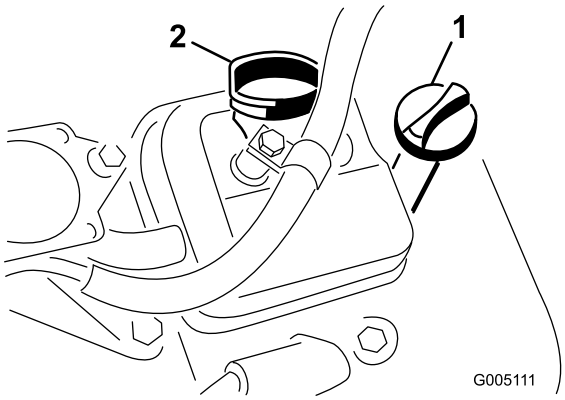

Figuur 22
3. Draai de peilstok in de buis. Let erop dat de peilstok volledig in de buis schuift (Figuur 22).